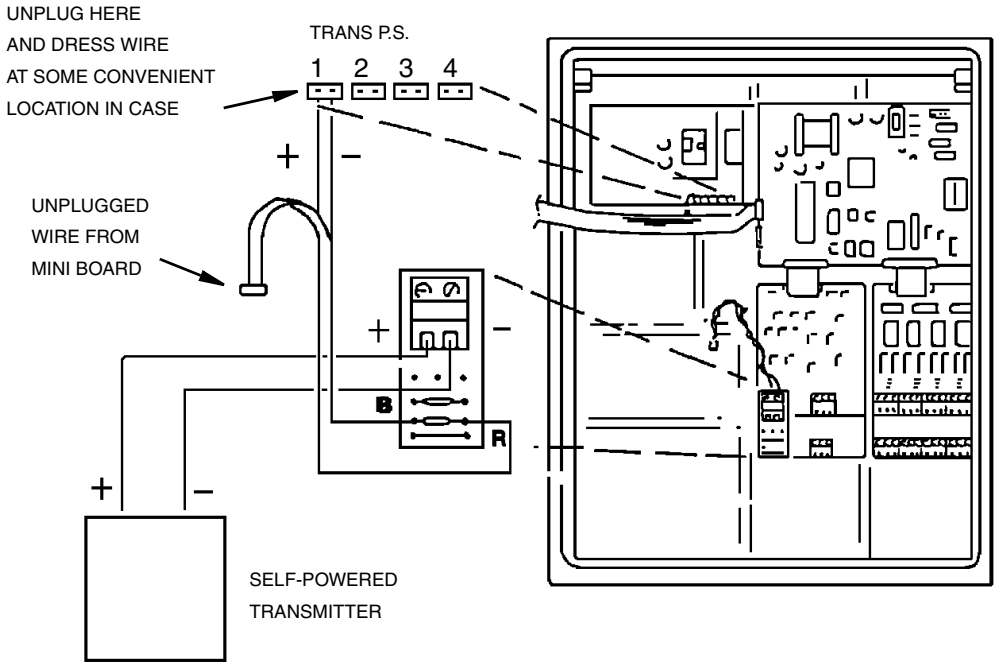

Figure 13. Current Input
1. If a calibrator is used to check the operation of the 740, be sure to disconnect the internal power supply and rewire the input as shown in "Wiring - Current Input" on page 20, Figure 13, or damage to the 740 will result.
All 740s ordered with 4 to 20 mA inputs and the optional 28 V dc power supply (Code "-A"), have the power supply pre-wired to each input. Use the following wiring arrangement if a self-powered transmitter is used to provide the input. See Figure 13.